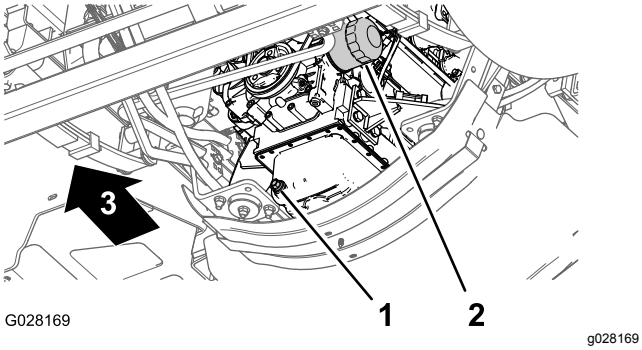

**Рисунок 71**
3. Поместите сливной поддон под масляный фильтр двигателя (Рисунок 71).
4. Снимите старый масляный фильтр (Рисунок 71).
8. Установите масляный фильтр на переходник фильтра и поворачивайте его по часовой стрелке, пока резиновая уплотнительная прокладка не войдет в контакт с переходником фильтра, после чего затяните фильтр, повернув его еще 1/2 оборота (Рисунок 71).
1. Подставьте под пробку сливного отверстия сливной поддон (Рисунок 71).
2. Снимите пробку сливного отверстия (Рисунок 71) и дайте маслу полностью стечь.